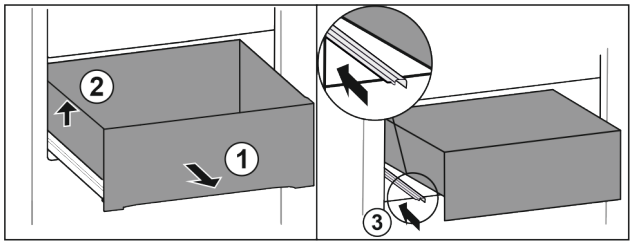

Fig. 77
▶ Pull out drawer as far as it will go. *Fig. 77 (1)*
▶ Lift drawer on the left. *Fig. 77 (2)*
▶ Insert left rail. *Fig. 77 (3)*